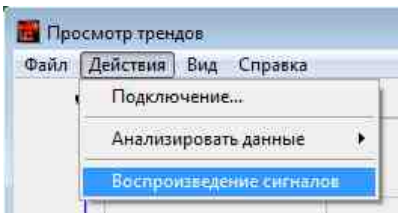

Рис. 2.3 Меню «Действия»
6. При необходимости провести анализ и обработку временных реализаций зарегистрированных сигналов следует на графике приблизить интересуемую область и из меню «Действия» (*Рис. 2.3*) программы «Просмотр трендов» запустить программу «Воспроизведение сигналов».